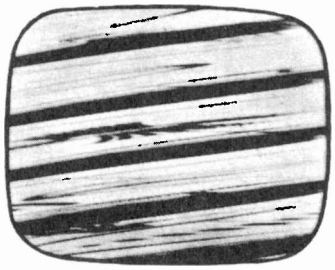

Figure 13. Picture Out of Horizontal Sync.
6. Set the **Horizontal** control (A) fully counterclockwise to break sync. If the picture does not go out of sync, momentarily interrupt the channel selector, or adjust the **Horizontal Frequency** (B) until several bars appear sloping downward to the left (see figure 13), then adjust the **Horizontal Frequency** (B) until the picture falls back into sync.